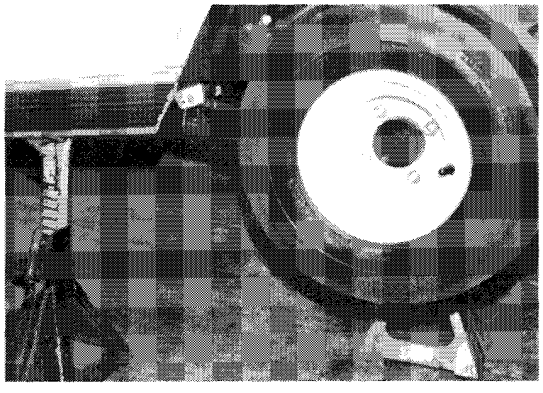

Figure 6-7
1. Lift rear of car with chain hoist or floor jack, place jack stands under frame side stringers on each side forward of each rear wheel. Lower lifting device to let jack stands support car **(Figure 6-7)**.